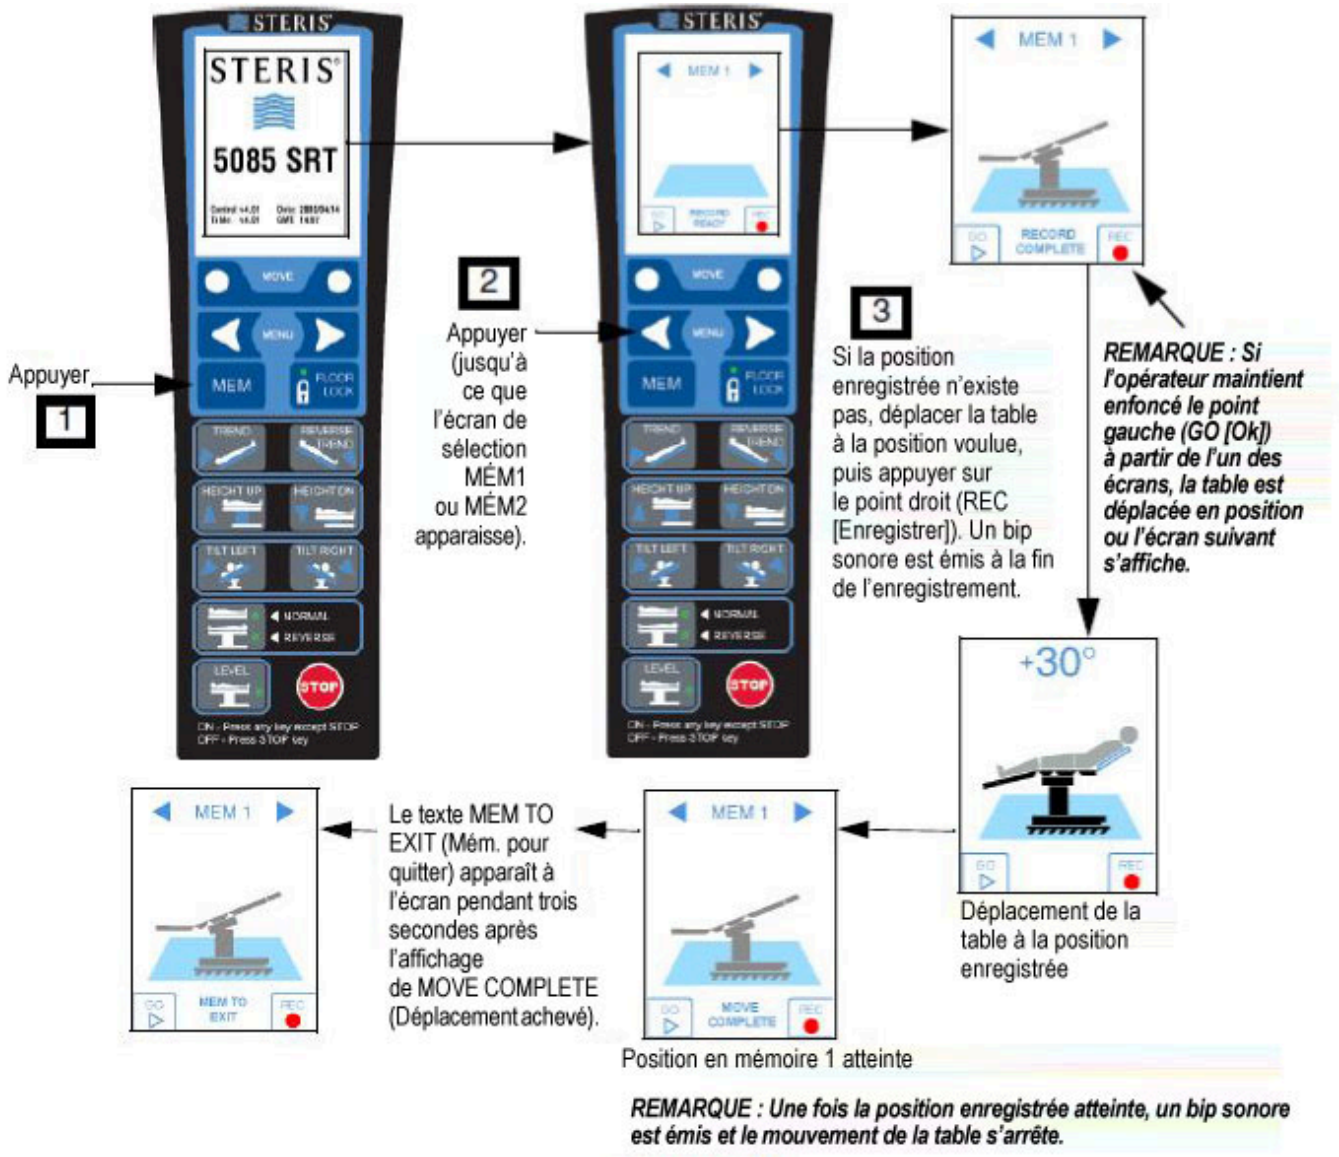

Figure 5-8. Fonction d'enregistrement (configuration type)
6. **Appuyer sur le bouton MÉM. puis sur la Flèche arrière de la commande manuelle principale jusqu'à ce que l'écran de sélection MÉM1 ou MÉM2 apparaisse comme illustré dans la *Figure 5-8*.**